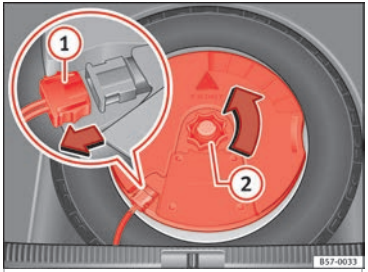

**Fig. 235** In the luggage compartment: remove the subwoofer.
- Disconnect the cable for the subwoofer speaker ››› **Fig. 235** (1).
- Turn the securing wheel anti-clockwise (2).